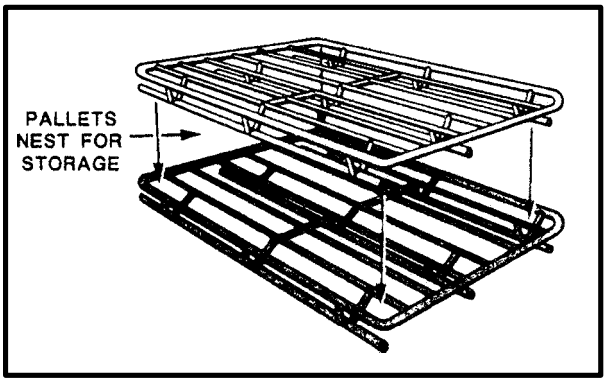

*Figure 9-1. Four-way Pallet (Nestable Tubular Steel)*
**a. Pallets.** Four-way pallets are platforms 40 inches by 48 inches by approximately 4 inches high, constructed of welded steel (Figure 9-1) or hardwood, usually oak. They are designed to be lifted by a forklift truck from either side. Cargo should be banded or strapped to pallets to provide a stable and secure load.